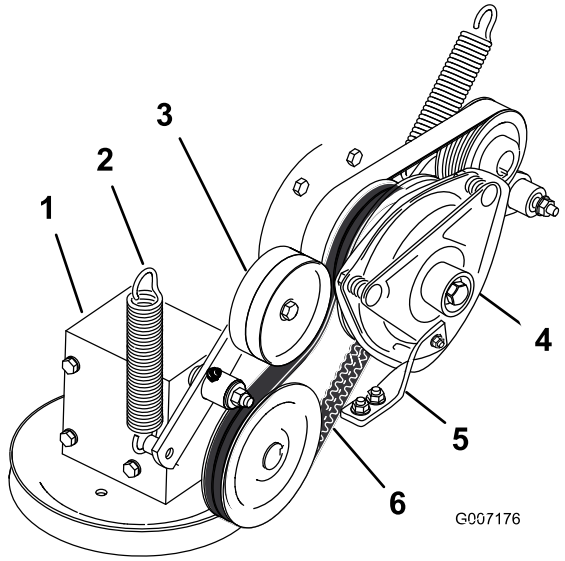

Figur 62
4. Tag fjederen af styrearmen (Figur 62).
7. Monter kraftudtagets drivrem omkring koblingens remskive og gearkassens remskive (Figur 62).
9. Monter fjederen på styrearmen (Figur 62).